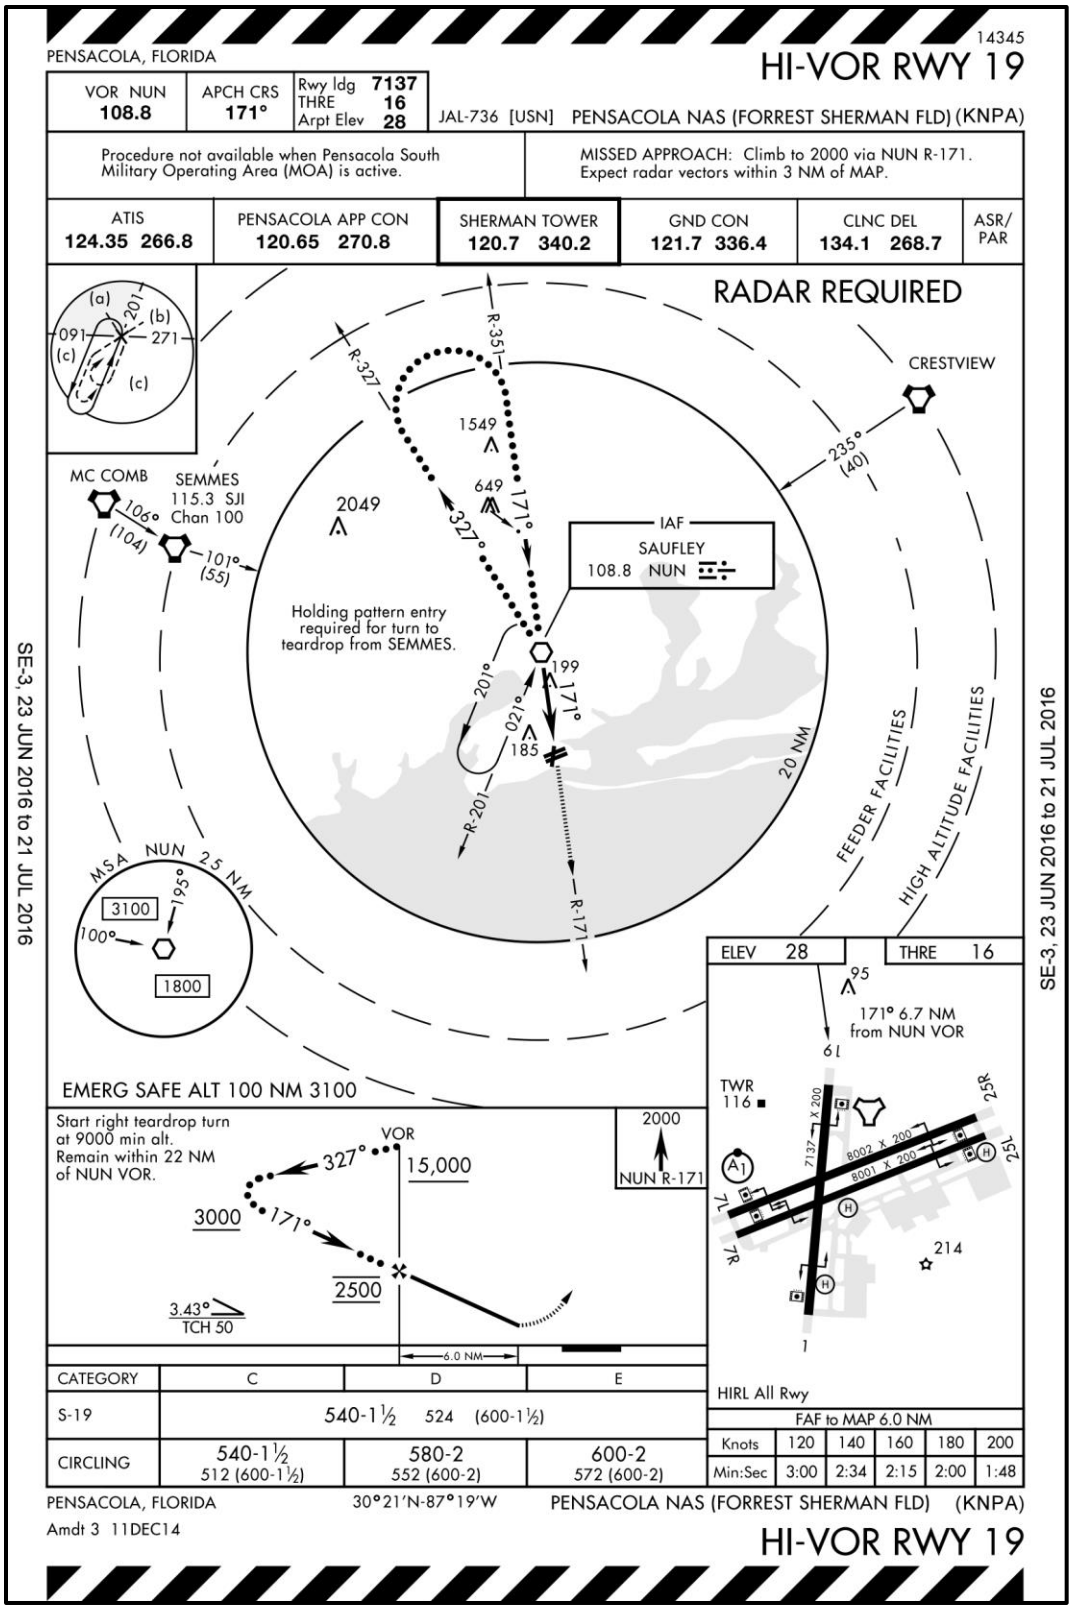

Figure 8-17 High Altitude Approach (KNPA)
Assume cleared for the HI-VOR RWY 19 (KNPA) (Figure 8-17).
1. The penetration course is depicted on high altitude IAP charts by a bold–dotted track (Figure 8-17).